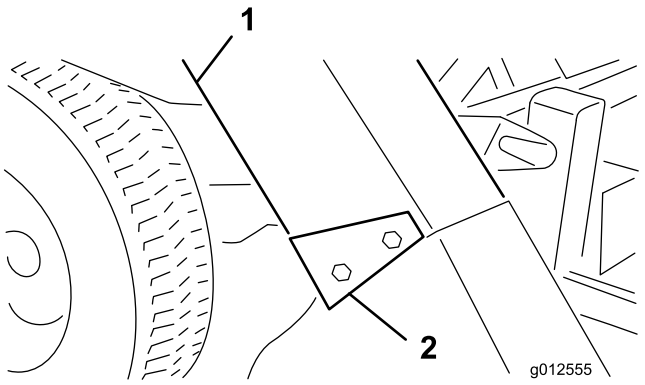

Figure 27
4. Slide the chute over the blower opening and onto the mounting studs (Figure 27).